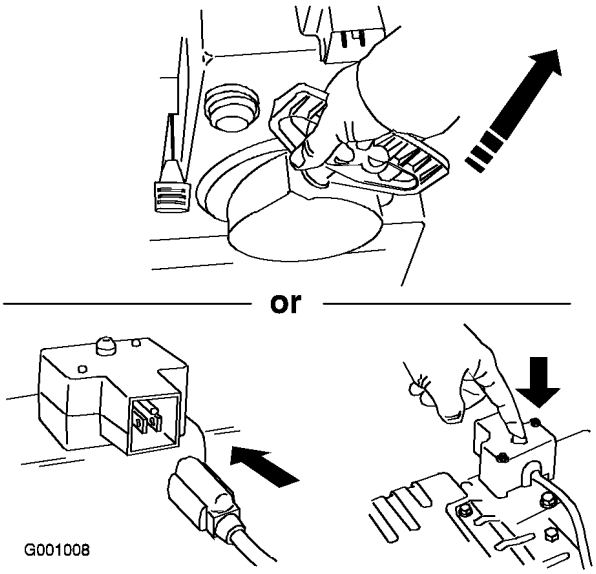

Figur 30
7. Starta snöslungan med startsnöret eller med den elektriska startmotorn (Figur 30).